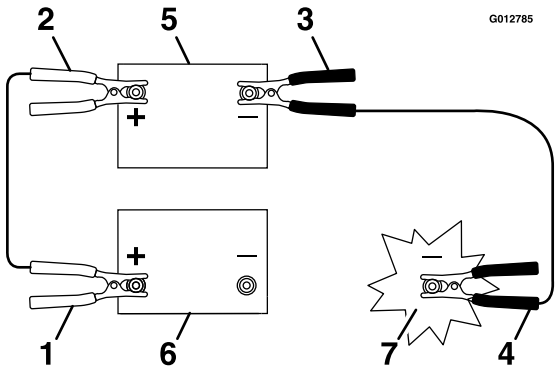

Figure 52
3. Connect the positive (+) cable to the positive (+) terminal of the discharged battery that is wired to the starter or solenoid as shown in Figure 52.